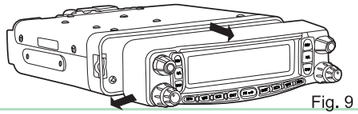

Fig. 9
2. Slide the front panel in parallel to left and pull it out forward and away from the main body of the transceiver as shown in Fig. 9.